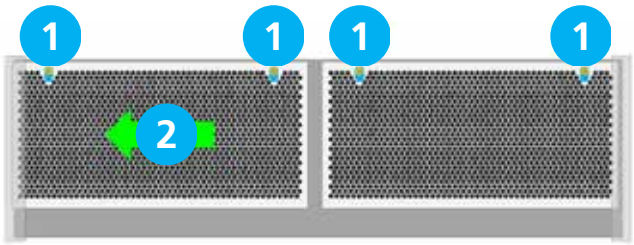

Fig 9.1 Point de fixation de la couverture GS
2. Unité GS, Desserrez (NE PAS ENLEVER) les vis situées en haut de chaque couvercle d'entrée avant [1] (voir figure 9.1 et 10 fente pour os de chien) puis faites glisser le couvercle gauche vers la gauche [2], ce qui permettra au couvercle de glisser sous le capuchon d'extrémité. Le couvercle suivant peut alors être poussé vers la gauche [3] (voir figure 9.1), ce qui permet de le dégager de la fente pour vis [4] en le tirant vers l'avant et en le soulevant vers le haut pour le sortir de la rainure inférieure du boîtier.